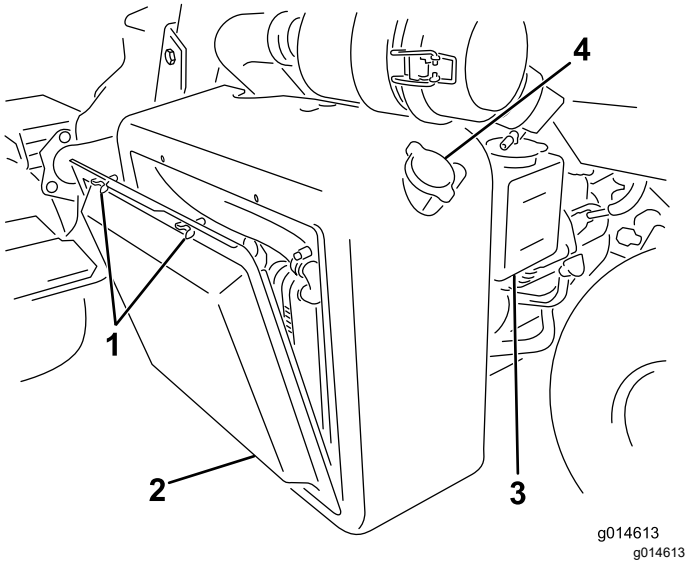
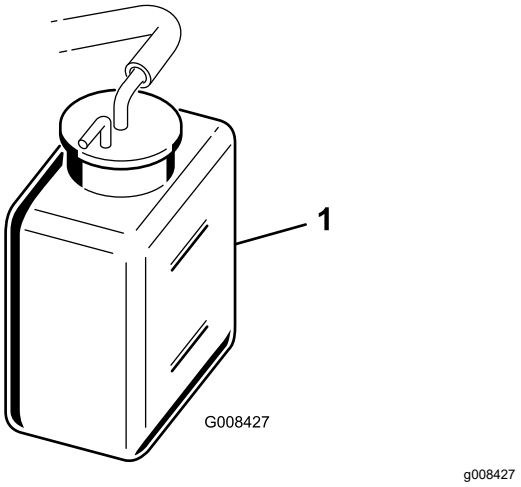

Figura 46
Figura 47
1. Rimuovete la griglia del radiatore (Figura 46).
2. Controllate il livello del refrigerante (Figura 46 e Figura 47).